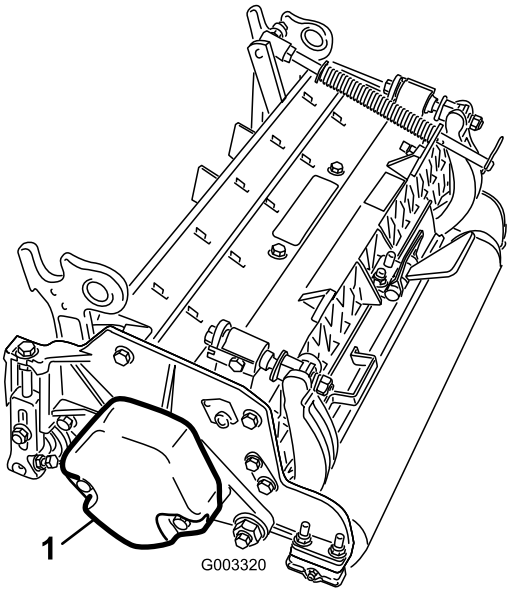

**Figuur 4**
4. Zorg ervoor dat het contragewicht (Figuur 4) wordt gemonteerd aan het juiste uiteinde van het maaidek volgens de instructies in de *Gebruikershandleiding* van het maaidek.